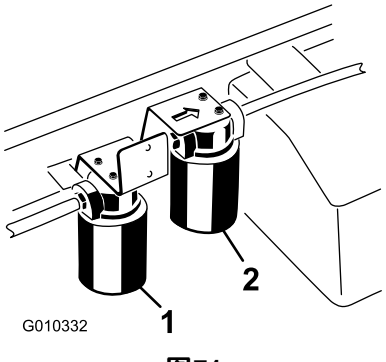

图71
5. 在过滤器下面放置一个放油盘并拆下过滤器 图71。
4. 清洁高流量过滤器安装区周围的区域图71。